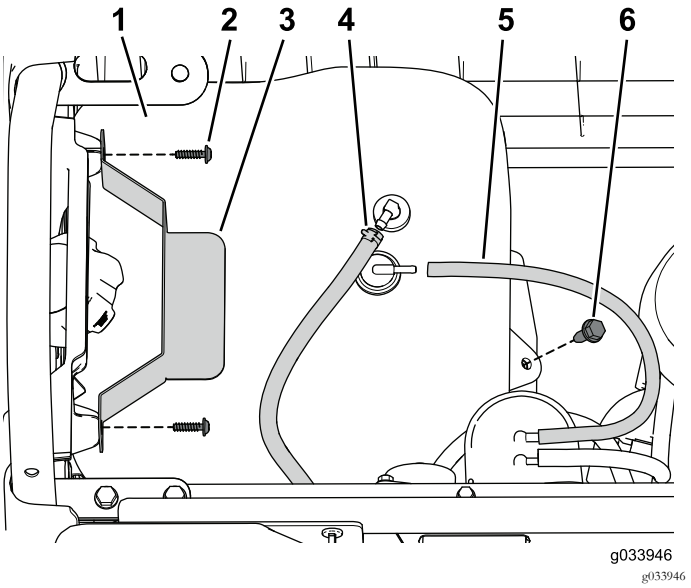

Bild 49
1. Setzen Sie den Kraftstofftank in das Tankfach (Bild 49).
2. Schließen Sie den Entlüftungsschlauch und die Kraftstoffleitung am Tank an (Bild 49).
3. Befestigen Sie die Befestigungsplatte mit den vorher entfernten Befestigungen (Bild 49).